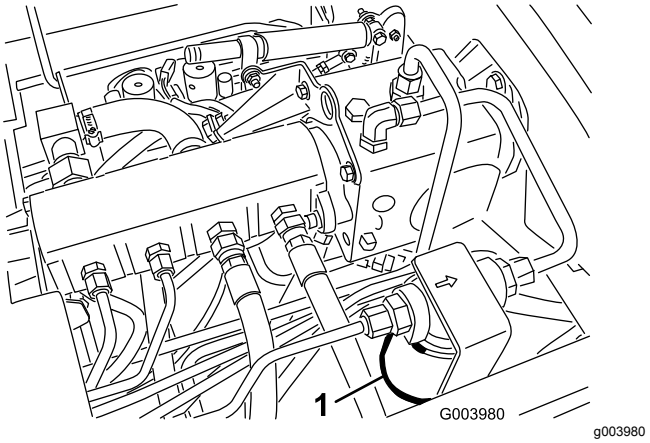
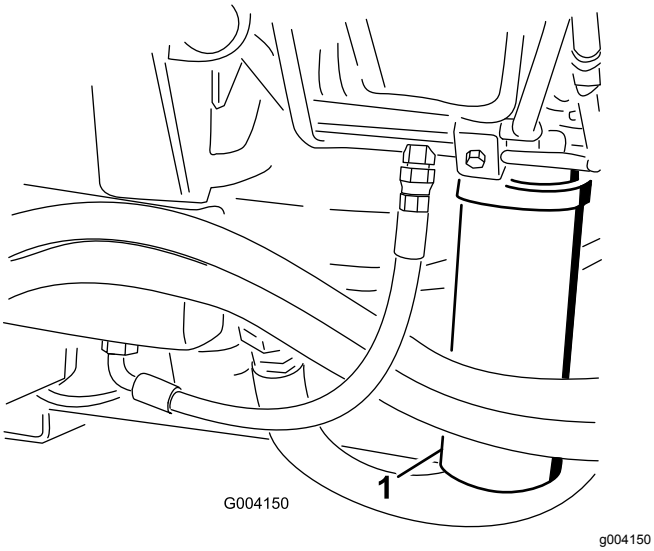

Figuur 67
Figuur 68
2. Reinig de omgeving van de plaats waar het filter wordt gemonteerd, en plaats een opvangbak onder het filter (Figuur 67 en Figuur 68).